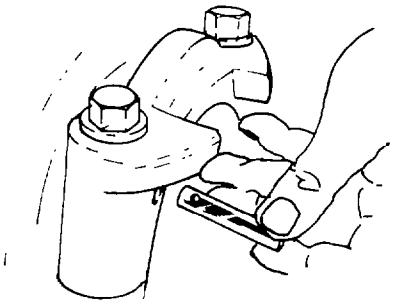

Fig. 338 — Installing Locking Pin
s. Remove the differential bearing adjustment fixture, install the adjusting nut lock pin, and secure with a split (cotter) pin (see figs. 338 and 339).